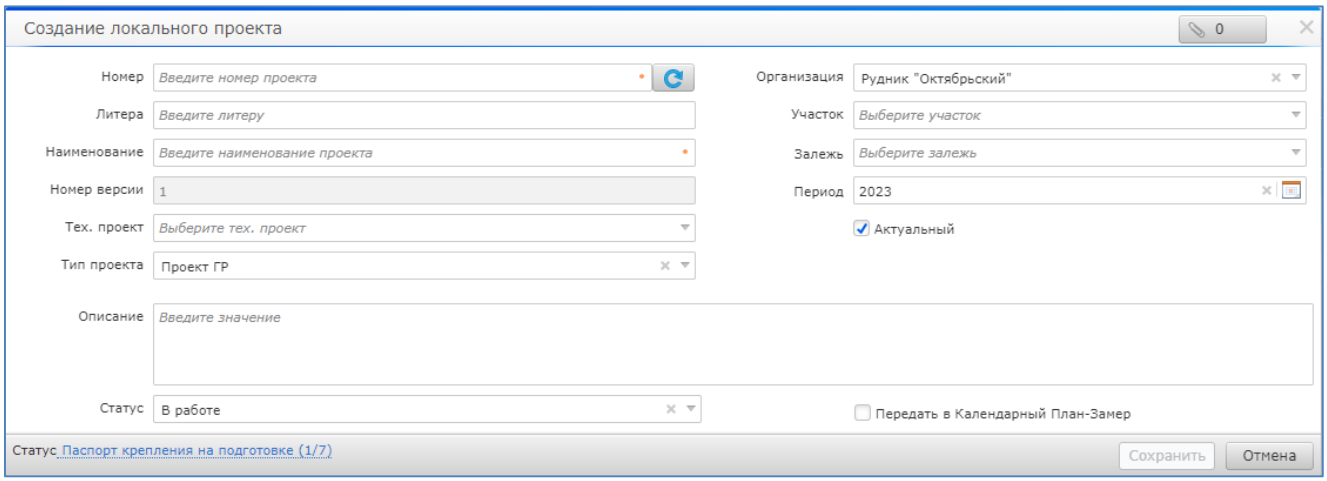

Рисунок 25. Создание локального проекта
2. В появившемся окне «Создание локального проекта» заполнить все обязательные поля и нажать на кнопку «Сохранить» (Рисунок 25).